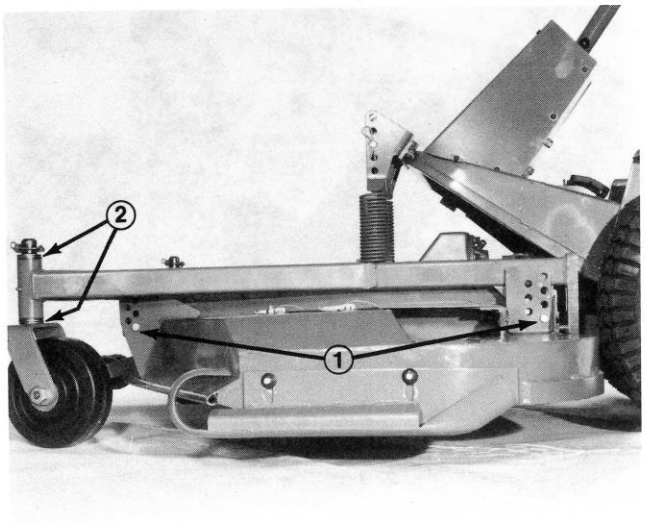
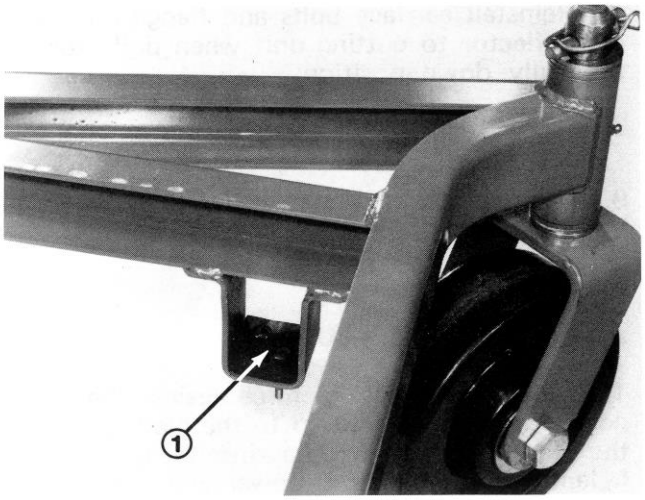

Figure 36
Figure 37
2. Raise height-of-cut to 4 in. (102 mm) position (Fig. 36); refer to Adjusting Height-Of-Cut, page 9.
A. Cutting units usually operated at 1 to 2 in. (25 to 51 mm) height-of-cut should have the low side of the cutting unit raised. Remove the lynch pin securing castor wheel on low end (Fig. 36) and remove castor assembly.
B. Transfer one thrust washer from top side of castor shaft to bottom, install castor assembly and compare blade height of all blades; refer to items 3 through 6. Continue adding thrust washers if height still does not meet requirements.
C. If cutting unit is operated at 2 to 4 in. (51 to 102 mm) height-of-cut, lower the high side of cutting unit. Remove lynch pin of castor at high end of unit and remove castor assembly (Fig. 36).
D. Transfer one thrust washer from bottom of castor shaft to top side, install assembly and compare blade height of all blades; refer to items 2 through 6. Repeat procedure if height still does not meet requirements.
8. Check to make sure front height-of-cut pins are resting properly on frame cushions (Fig. 37). If pins are not resting properly, place a shim or shims under cushion to raise it for proper alignment.